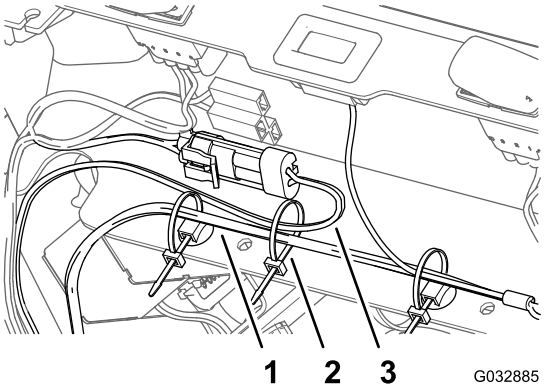

Figure 15
5. Attachez le faisceau de câblage du kit éclairage à LED au faisceau de la machine à l'aide de 2 serre-câbles, comme montré à la Figure 15.